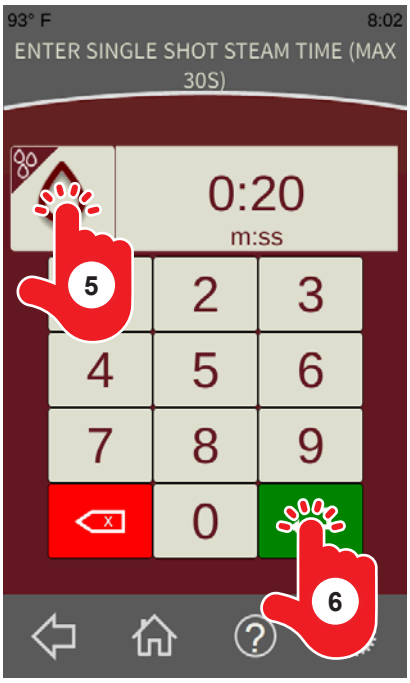

Fig. 9
5. From the ***Enter Steam Time Screen*** (Fig. 9), touch the Steam button to select Single Shot steam or Constant steam.
6. Enter the desired time on the keypad and touch the green Enter button (Fig. 9). If Constant steam was selected, continue to enter the time between pulses on the keypad and touch the green Enter button (Fig. 9). The ***Fan Delay Time Screen*** should be displayed.